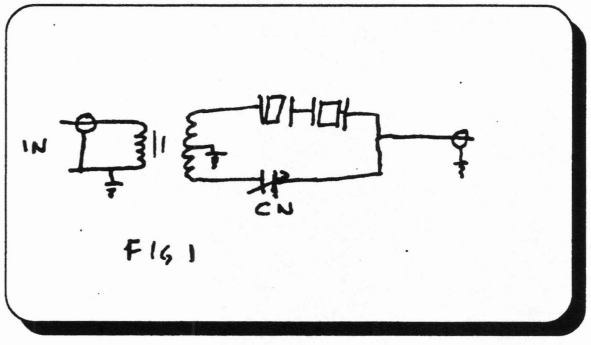

FIG 1
The circuit in fig 1 is a basic crystal bandpass filter.
The spurious response of such a filter can be mentally interpolated out since real world spurs come in pairs equally spaced about the main carrier, unlike the typically one sided response curve of the filter itself (fig 1 & 2).
1.) On Fig.1 add "E" on Main Board" where tracking Adjust feeds in.